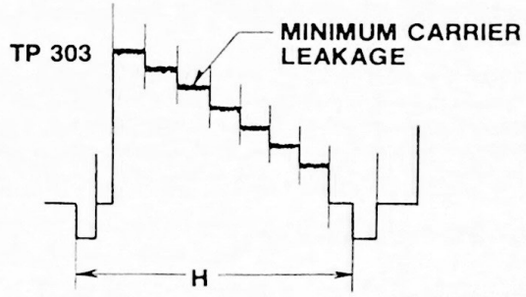

Figure 45. 3.58-MHz Trap
3.58-MHz Trap (Figures 45, 47)